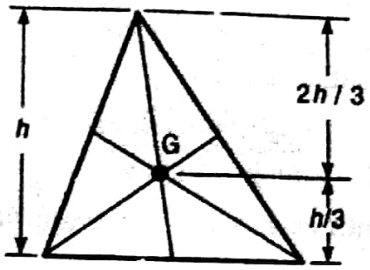

Fig. 1.6
3. The centre of gravity (G) of a triangle lies at a point where the three medians of the triangle intersect, as shown in Fig. 1.6.